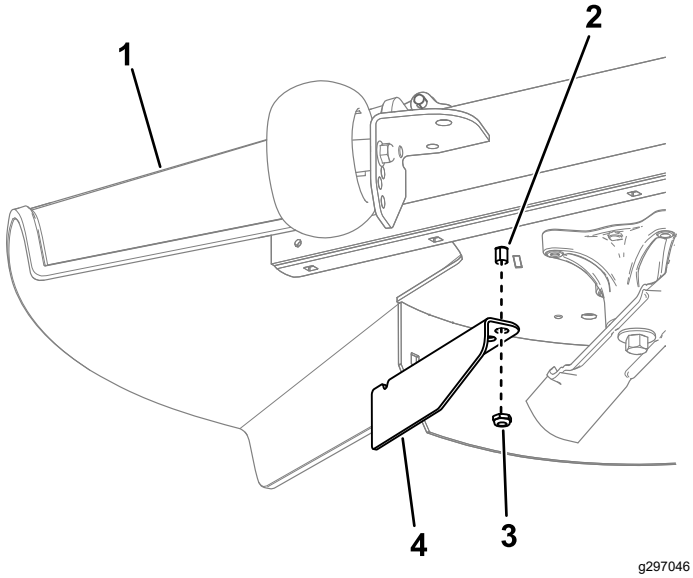

Figuur 15
10. Verwijder de moer van de stang van de grasgeleider onder het maaidek (Figuur 15).
11. Gebruik de moer om de keerplaat te monteren aan de stang van de grasgeleider. Gebruik hierbij de buitenste opening in de keerplaat (Figuur 15).